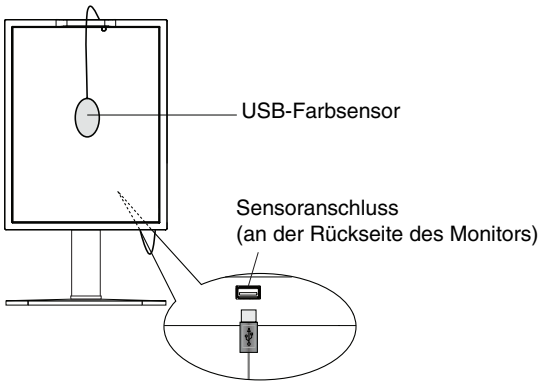
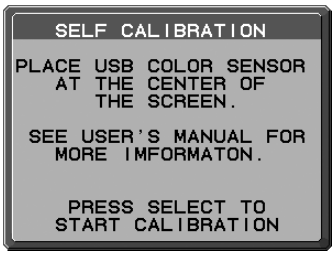

Abbildung S.1
Abbildung S.3
1. Um das Menü KALIBRIERUNG anzuzeigen, schließen Sie den optischen USB-Farbsensor am Sensoranschluss an (**Abbildung S.1**), oder wählen Sie im erweiterten Menü die Option EIGENSTÄNDIGE KALIBRIERUNG aus (Seite 23).
4. Sie werden aufgefordert, den USB-Farbsensor in der Mitte des Bildschirms zu platzieren (**Abbildung S.3**). Neigen Sie den Monitor um etwa 5 Grad nach hinten, und platzieren Sie den USB-Farbsensor in der Mitte des Bildschirms (**Abbildung S.1**).